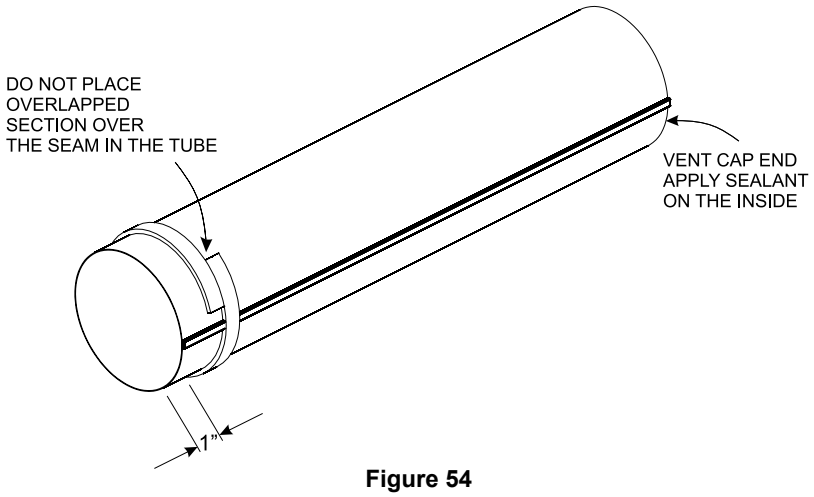

Figure 54
12. Seal the 4" (102 mm) diameter flue outlet tube. Follow instructions and diagram. **See Figure 54.**
If the air inlet and flue outlet tubes are to be connected directly to the unit (no rigid venting system is being used), then the gasket provided must be used to seal the 4” (102 mm) flue outlet tube. Peel the paper off the self-adhesive gasket and then wrap it around the end of the tube (if tube was cut, it is recommended to use cut end) as shown in Figure 54. Pull the gasket tight at all times while wrapping it around tube. The gasket ends should align, to form a complete seal. The overlapped section should NOT come in contact with the seam in the tube. Apply high temperature sealant to the opposite end of the tube (on the inside of the tube). The end with the gasket will attach to the back of the unit. Continue with Step 13.